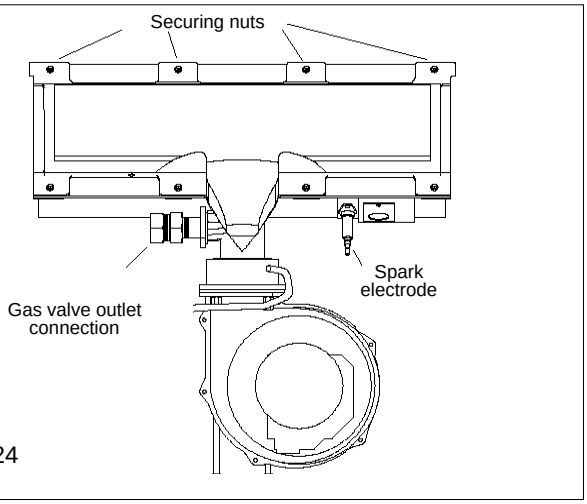

Fig. 24
6.13 BURNER (fig. 24 & 26)
6.14 ELECTRODE (fig. 24 & 25)